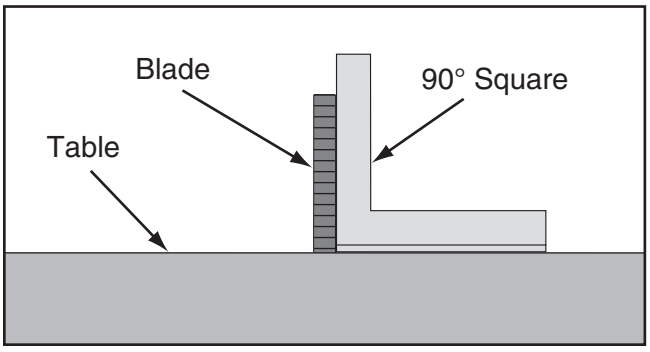

Figure 151. Machinist's square against blade and table.
4. Use machinist's square to check if main blade is square to table (see **Figure 151**).